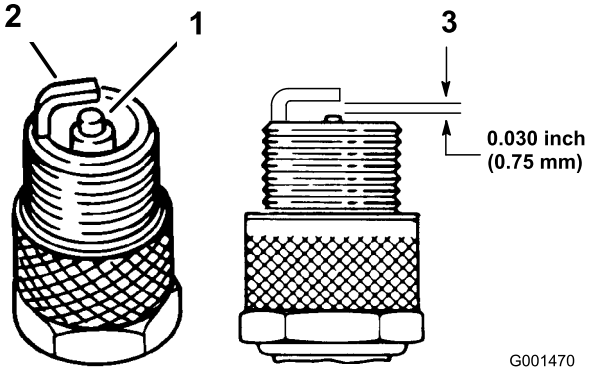

Rysunek 28
1. Przyjrzyj się środkowi świec zapłonowych (Rysunek 28). Jeżeli izolator jest lekko brązowy lub szary, silnik działa poprawnie. Czarny nalot na izolatorze zazwyczaj oznacza, że filtr powietrza jest zabrudzony.
2. Sprawdź odstęp między centralną i boczną elektrodą (Rysunek 28). Jeżeli odstęp nie jest właściwy, dognij boczną elektrodę (Rysunek 28).
3. Podłącz przewody do świec zapłonowych (Rysunek 28).